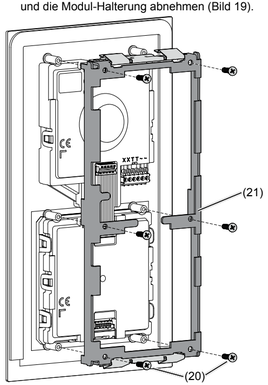

Bild 19: Demontage Modul-Halterung
- Anschluss-Klemmenblock (13) am Videoeinsatz abziehen.
- Schrauben (20) der rückseitigen Modul-Halterung (21) mit einem Schraubendreher lösen und die Modul-Halterung abnehmen (Bild 19).